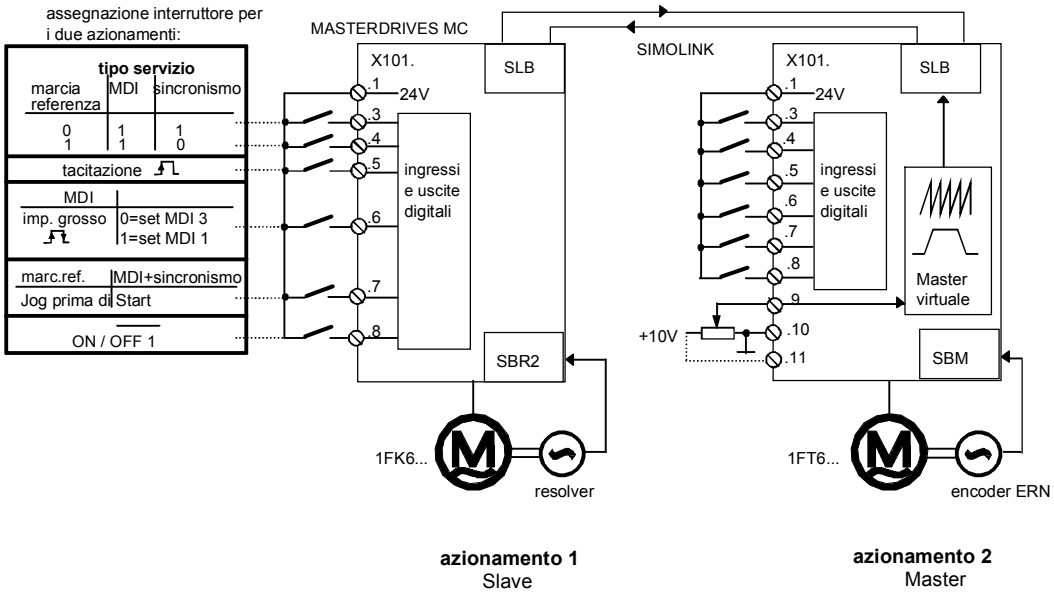

Fig. 9-46 Esempio applicativo 2: configurazione Hardware e cablaggio
Dalla Fig. 9-46 proviene l'assegnazione scelta in questo esempio degli ingressi digitali ②.